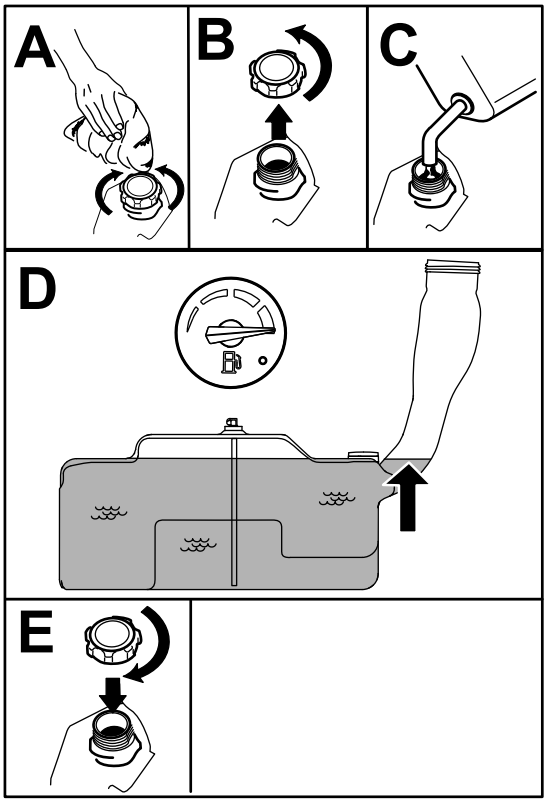

Figure 8
5. Remplissez le réservoir de carburant jusqu'à ce que la jauge indique qu'il est plein (Figure 8).